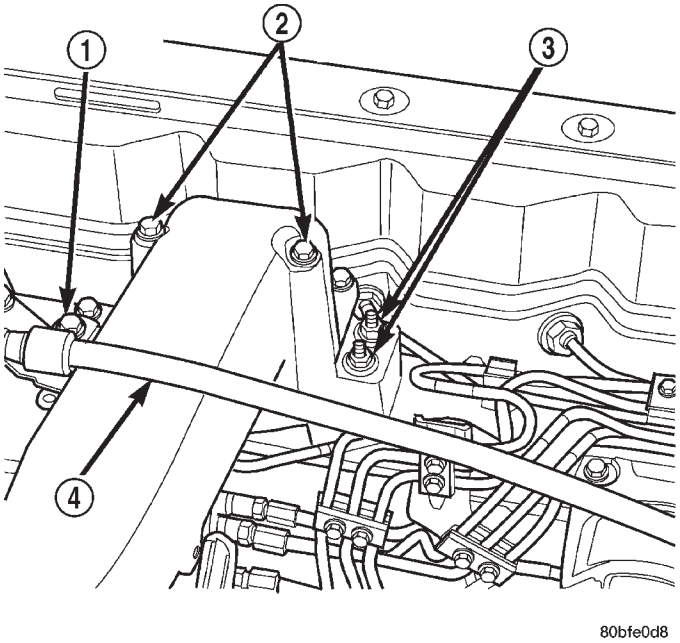
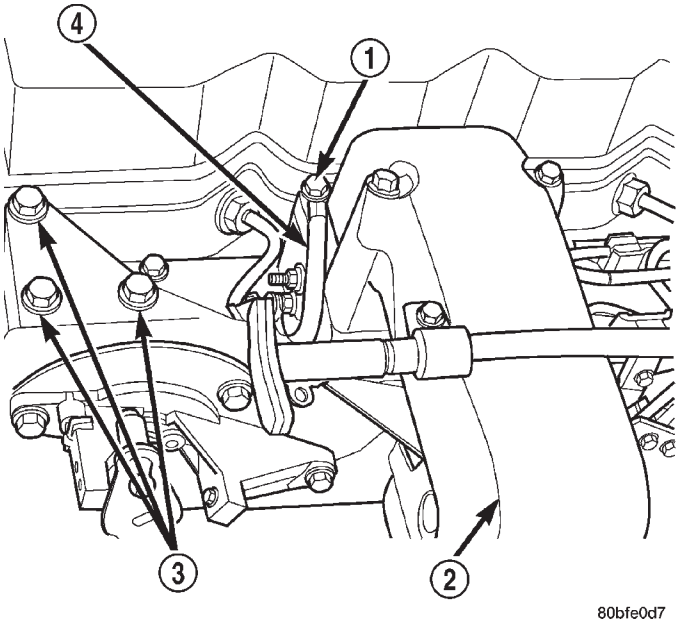

Fig. 51 Air Intake Housing (Rear View)
Fig. 52 Air Intake Housing (Front View)
(7) Disconnect 2 electrical cables from cable mounting studs (Fig. 51) at intake air heater on top of intake manifold.
(8) Remove engine oil dipstick from engine.
(9) Remove engine oil dipstick tube support mounting bolt (Fig. 51) and position tube to side.
(11) Remove 4 air intake housing mounting bolts and remove housing (Fig. 52) and (Fig. 51). Position ground cable at top of air intake housing to front of engine.
(13) Remove 3 cable bracket housing mounting bolts (Fig. 52). Carefully position cable bracket and cable assembly to side of engine. **Leave cables connected to lever.**